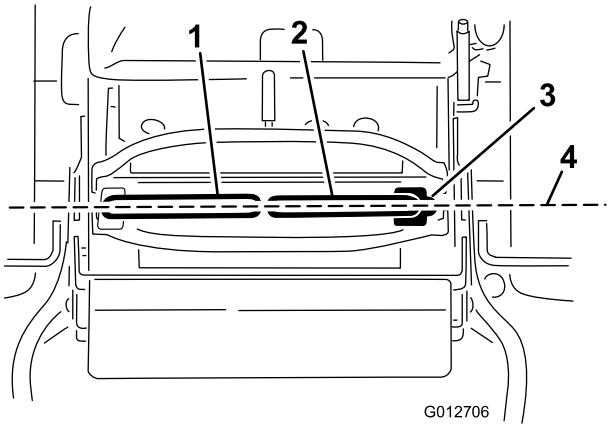

Figur 70
Viktig: Pass på at gressklipperens sporing er korrekt når du har justert bevegelseskontrollspakene. Justering av sporingen og tilpasning av bevegelseskontrollspakene på langs er samme prosedyre (Figur 70).
1. Når spakene står på linje horisontalt, kontrollerer du om de står på linje på langs ved å skyve kontrollspakene forsiktig forover for å fjerne slakken i forbindelsen for kontrollspakene (Figur 70).